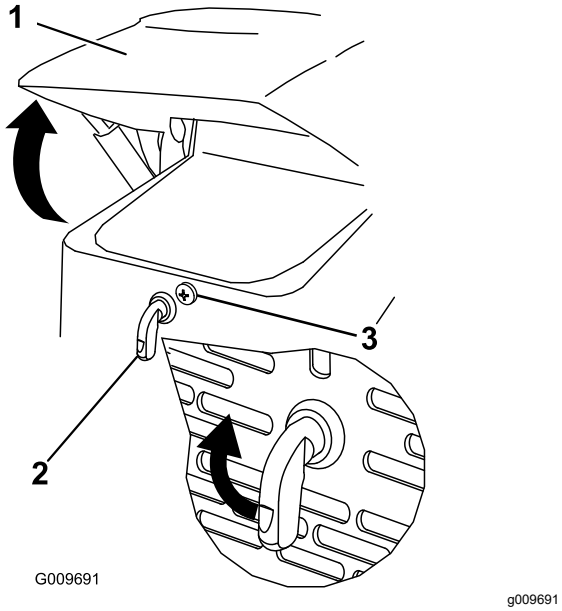

Figuur 23
1. Draai de vergrendelschroef van de motorkap los (Figuur 23)
2. Draai de motorhendel rechtsom (Figuur 23).
3. Klap de motorkap omhoog (Figuur 23).
3. Draai de vergrendelschroef van de motorkap vast om de hendel te vergrendelen (Figuur 23).